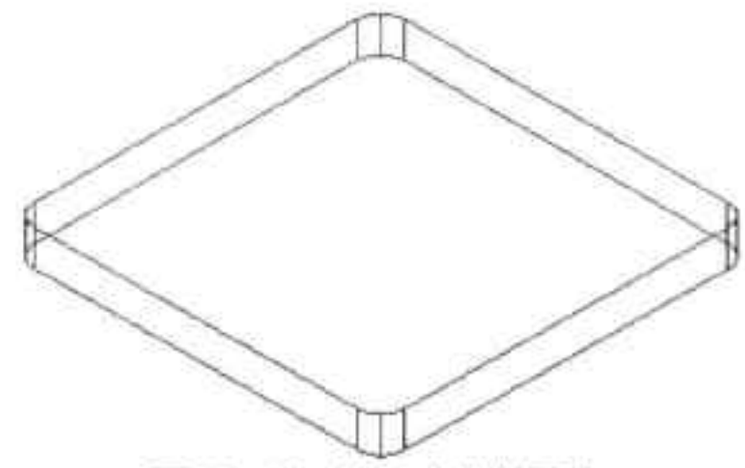

图13-49 为长方体倒圆角
Step02 执行“倒圆角”命令，将圆角半径设为5mm，对长方体四个角进行倒圆角操作，如图13-49所示。